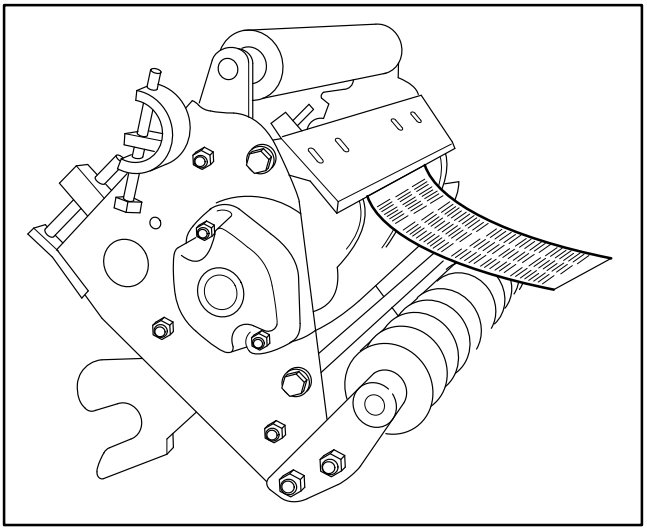

Figure 2
3. After the adjustment is accomplished, check to see if reel can pinch paper when inserted from the front and cut paper when inserted at a right angle (Fig. 2). It should be possible to cut paper with minimum contact between the bedknife and the reel blades. Should excessive reel drag be evident it **will** be necessary to either back lap or re−grind the cutting unit to achieve the sharp edges needed for precision cutting (see Toro reel sharpening manual).